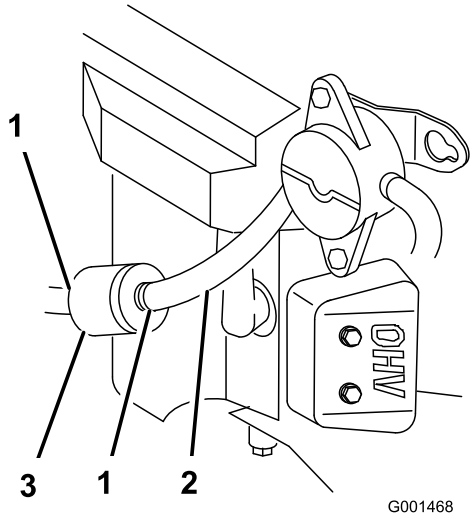

**Figure 35**
4. Pincez les extrémités des colliers et faites glisser ceux-ci pour les éloigner du filtre (Figure 35).